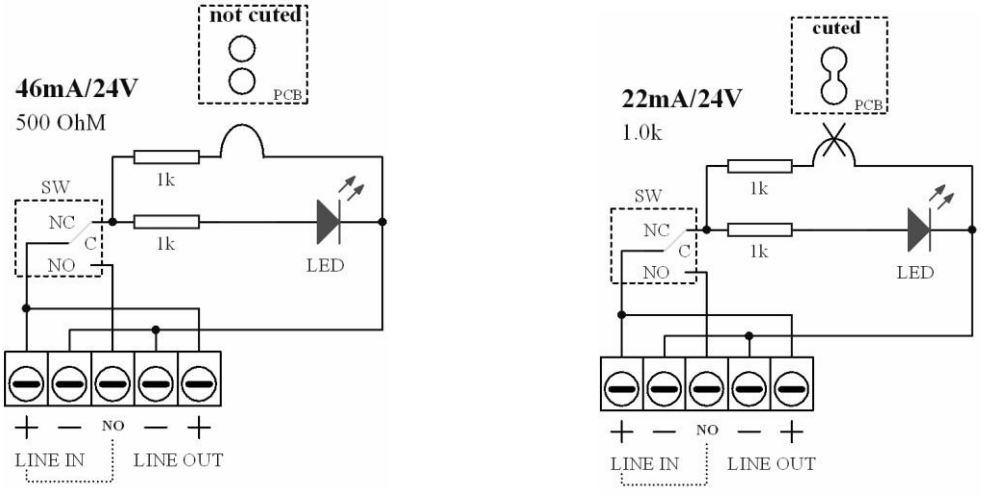

Fig.1
- Schließen Sie die elektrischen Kabel gemäss dem Schema an (Abb.1)